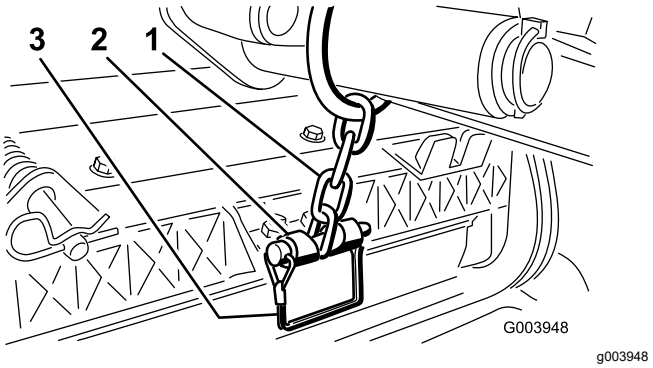

**Рисунок 19**
14. Прикрепите цепь подъемного рычага к кронштейну цепи с помощью стопорного штифта (Рисунок 19).